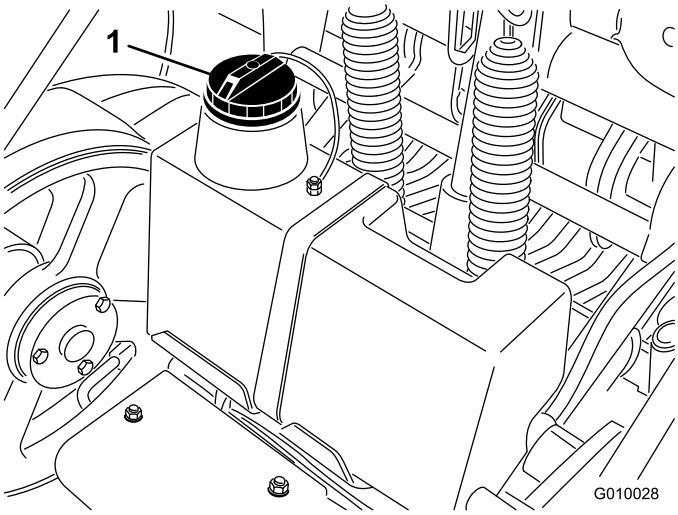

Figure 18
3. Nettoyez la surface autour du goulot de remplissage et du bouchon du réservoir hydraulique (Figure 18). Enlevez le bouchon du goulot de remplissage.